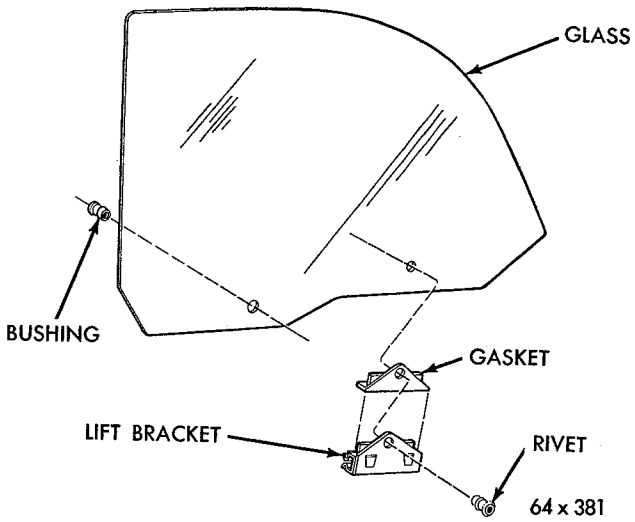

*Fig. 160—Glass Lift Bracket—Sedan*
(1) If glass is to be replaced, remove lift bracket (Fig. 160) and attach it to new glass.